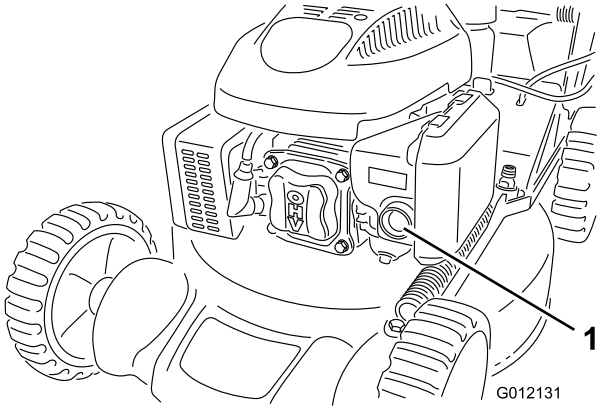

Figur 11
1. Snapsa genom att trycka in knappen ordentligt med tummen tre gånger, och hålla in knappen en sekund vid varje tryckning innan du släpper den igen (Figur 11).